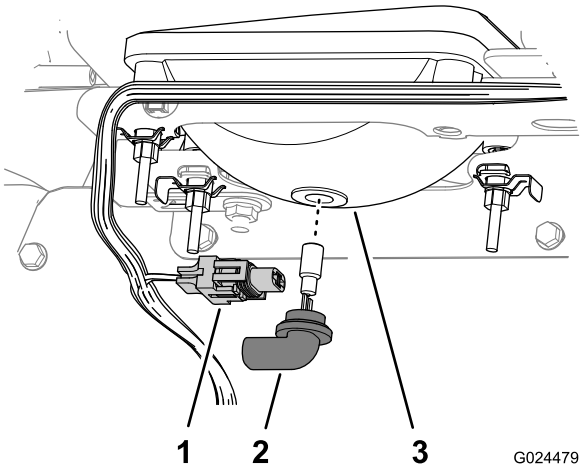

Figur 58
3. Koppla loss kablagets elektriska anslutning från lampans kontakt på baksidan av lamphuset (Figur 58).
4. Vrid lampenheten en kvarts varv motsols och dra den bakåt, ut ur lamphuset (Figur 58).
5. Sätt i den nya lampenheten och lamphuset och passa in flikarna på lampenheten efter skårorna i lamphuset (Figur 58).
6. Fäst lampenheten genom att vrida den ett kvarts varv medsols (Figur 58).
7. Anslut kablagets elektriska anslutning till den nya lampenhetens kontakt (Figur 58).